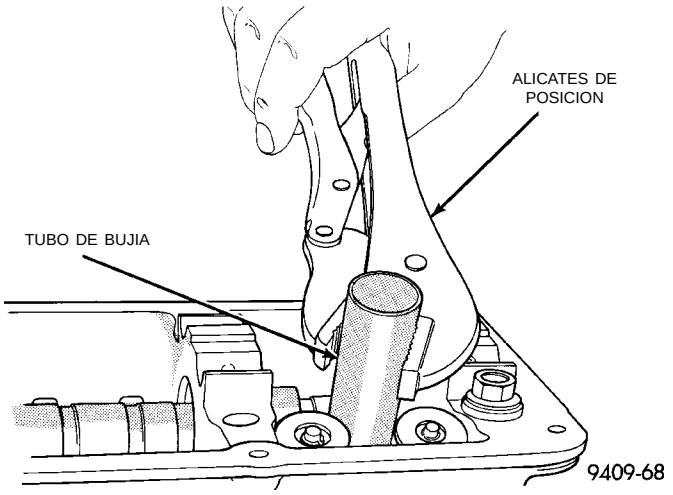

Fig. 21 Servicio de los tubos de bujía
(1) Retire la tapa de válvulas. Consulte el procedimiento que se describe en esta sección.
(2) Utilice alicates de traba para retirar el tubo de la culata de cilindros (Fig. 21). Deseche el tubo usado.
(3) Limpie el área que rodea la bujía con limpiador de piezas MOPAR o equivalente.
(4) Aplique sellante Loctite 271 o Mopar para soporte de cojinete y espárrago, o equivalente, en un